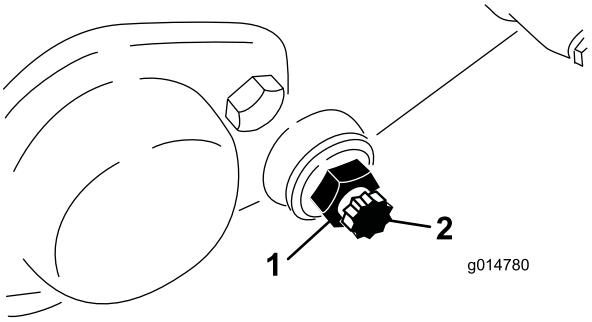

Figur 59
3. Løsne låsemutteren som fester motstangsbolten på begge sider av maskinen (Figur 59).
4. Fjern begge motstangsboltene slik at motstangen kan dras nedover og fjernes fra maskinen. La de to skivene av nylon og stanset stål på hver side av motstangen stå (Figur 59).